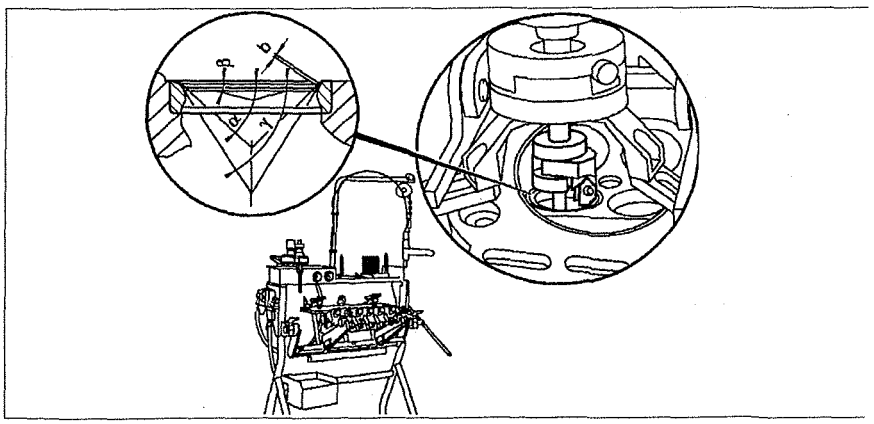

Рис. 2.49. Углы седла клапана.
2. Притрите седла клапанов. Измерьте ширину седел клапанов, если необходимо откорректируйте ее (углы α и β) (см.рис.2.49).